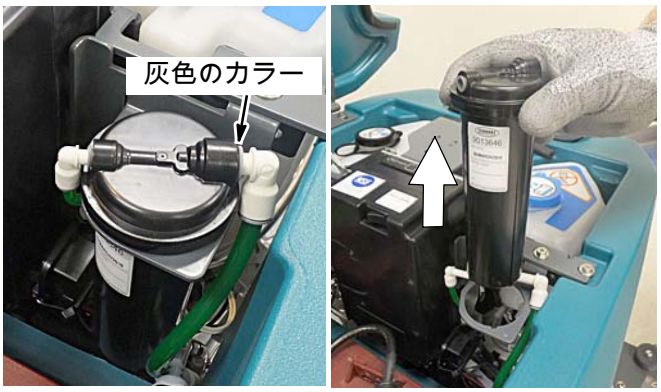

図 140
3. 灰色のカラーを内側に押し、コネクターを外側に引いて、カートリッジ上部から2個のホースコネクターを取り外します（図140）。